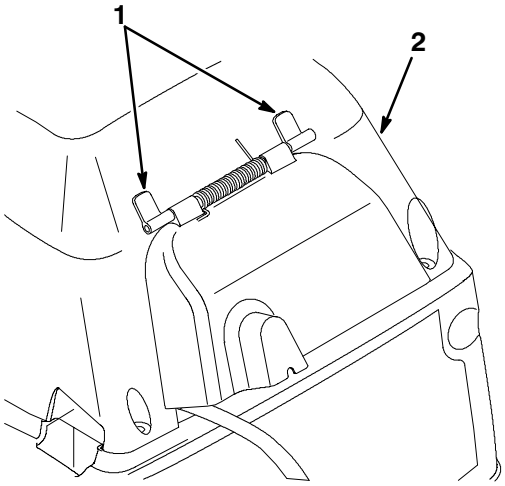

Figure 12
3. Snap the mounting tabs into the matching holes in the shroud (Fig. 12).